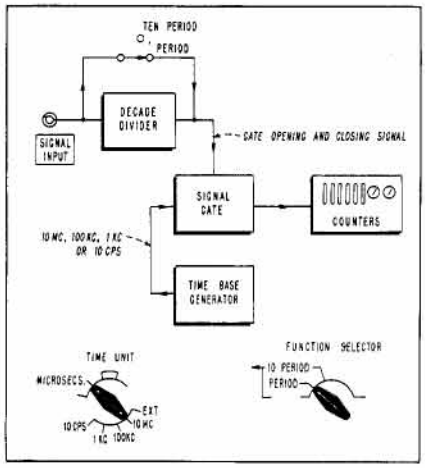

Figure 2. Period measurement circuitry in *-hp-* electronic counters (*-hp-* 524B illustrated).
-hp- counters are arranged so that they can measure period ($1/f_x$) directly (Figure 2). This is particularly important in frequency measurements below 300 cycles. When counting frequency below 300 cycles